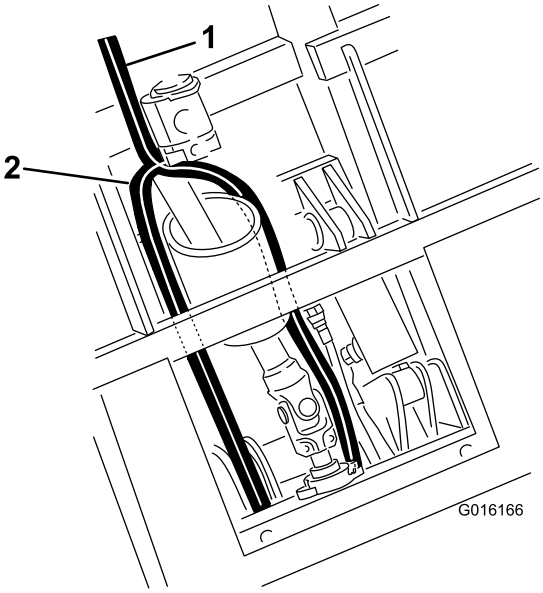

Figur 46
- Før trykslangen under løftecylinderen og mellem cylinderens monteringsbeslag til ventilen (Figur 46).
- Før tankslangen langs kraftudtagsakslen til ventilen (Figur 46).